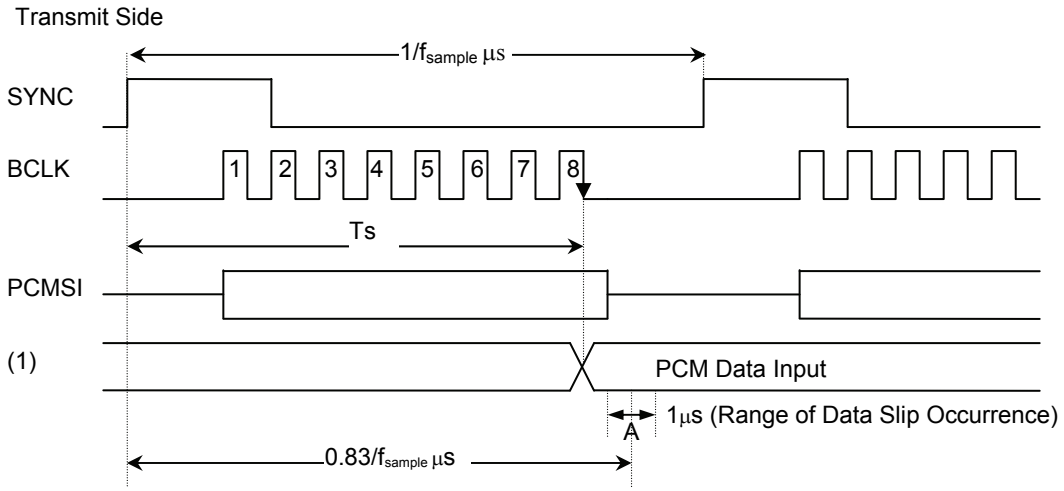
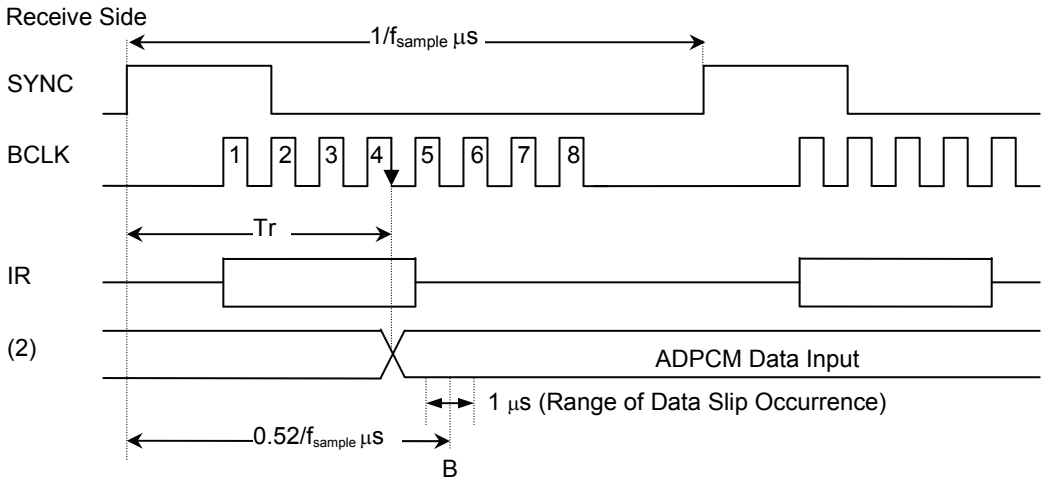

Figure 6
Figure 7
If TS: PCM signal output (1) after serial/parallel conversion and A: internal latch timing in Figure 6 overlap, a data slip occurs.
2. When the ADPCM signal (IR) is captured
If Tr: ADPCM signal output (2) after serial/parallel conversion and B: internal latch timing in Figure 7 overlap, a data slip occurs.